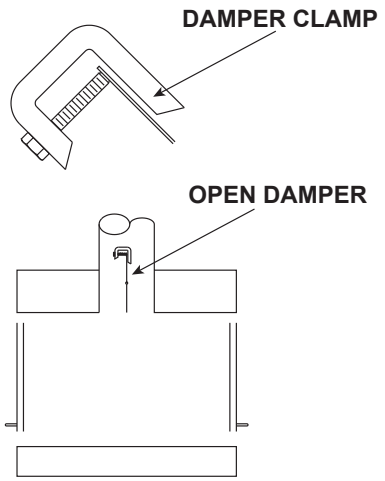

Figure 1.
e. A damper stop clamp with set screw is provided to prevent full closure of the fireplace damper blade. Attach the clamp to the edge of the damper blade with pliers or wrenches. If the damper stop supplied does not fit the application, use a permanent means that will keep the damper open to a MINIMUM of 51 square inches (328cm^2). See Figure 1.